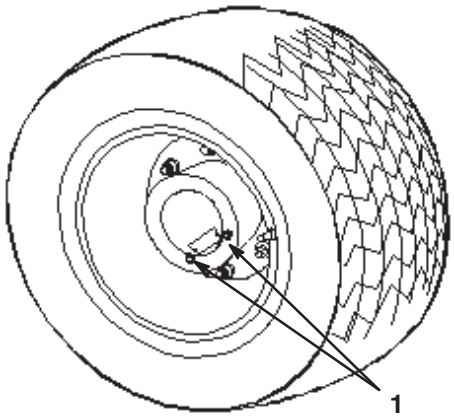

Figur 44
1. Plasser sprederen på en jevn overflate med bakhjulene plassert for tømming som vist i figur 44.